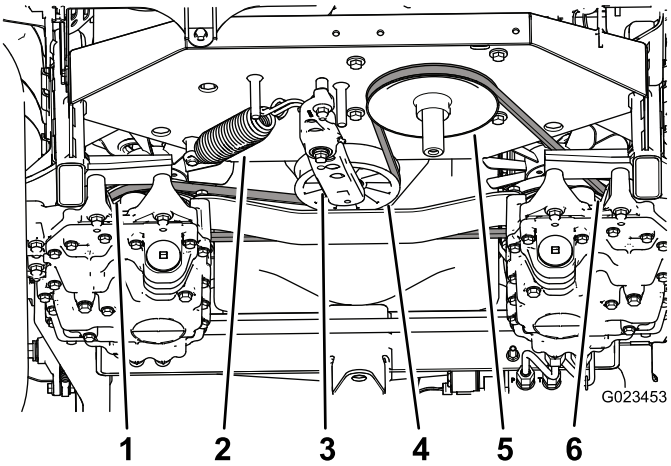

Figur 57
3. Använd en spärrhake i det fyrkantiga hålet i spännarmen som motvikt mot spännfjädern (Figur 57) och lossa remmen från remspännarskivan.
4. Haka loss spännfjädern från spännarmen och ramen (Figur 57).
9. Montera fjädern på spännarmen och ramen (Figur 57).